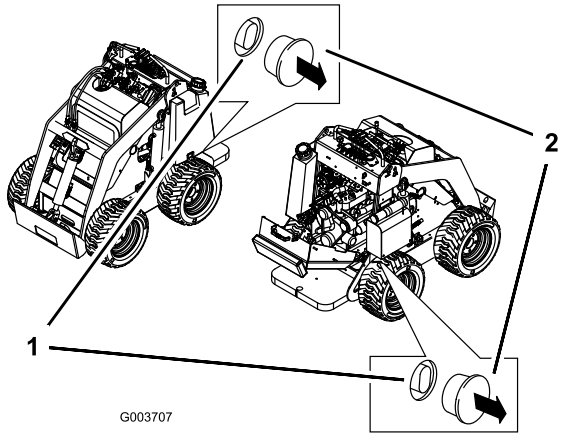

Figure 16
2. Remove the plug covering each tow valve (Figure 16).
3. Loosen the jam nut on each tow valve (Figure 16).